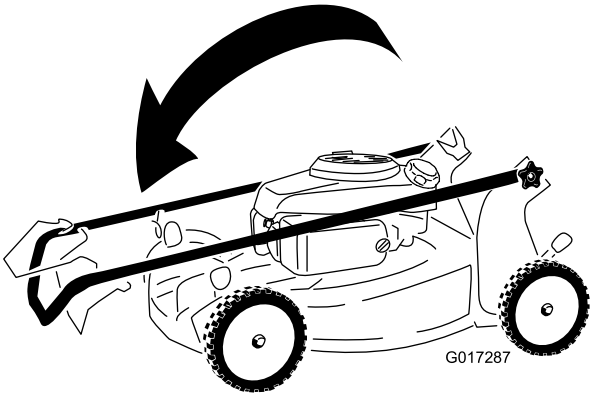

Figure 25
2. Pliez la moitié supérieure du guidon en avant de la manière indiquée (Figure 25).